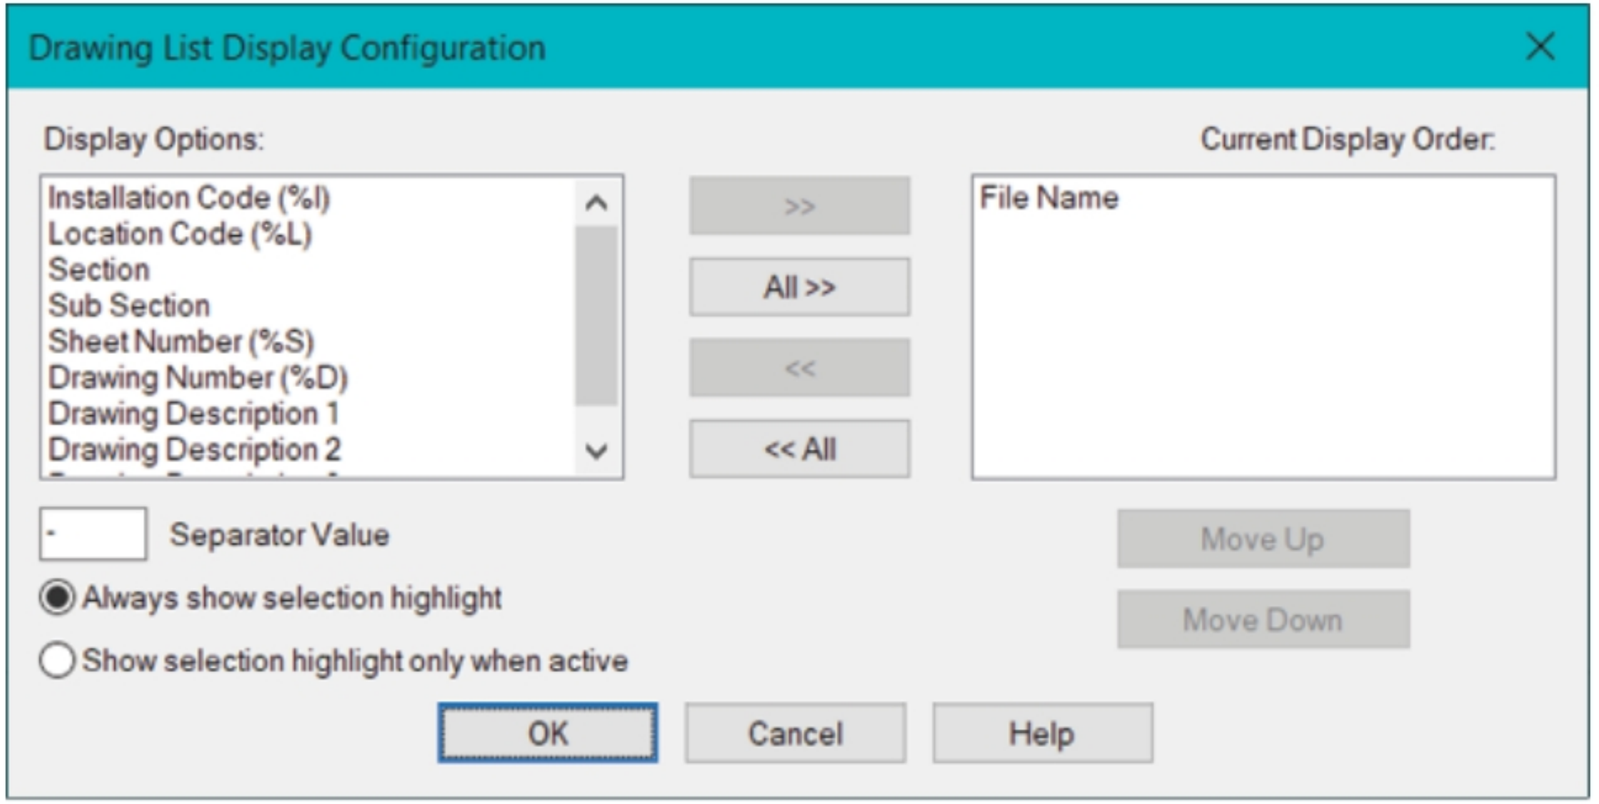

Figure-29. Drawing List Display Configuration
- Click on the **Drawing List Display Configuration** button. The **Drawing List Display Configuration** dialog box will be displayed as shown in Figure-29.